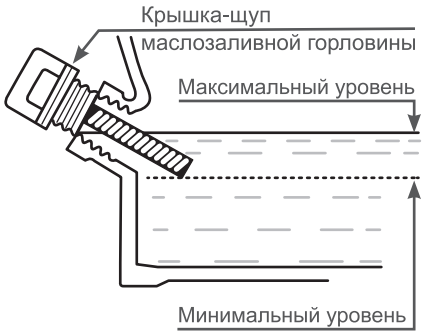

Рис. 10. Проверка уровня масла в картере
Максимальный уровень масла в картере соответствует нижней кромке заливного отверстия (Рис. 10).
5. Аккуратно извлеките щуп и осмотрите его. Уровень масла должен соответствовать верхней отметке на щупе. При недостаточном уровне масла в картере необходимо долить чистое масло до верхней отметки на щупе, что соответствует нижней кромке заливного отверстия (Рис. 10).